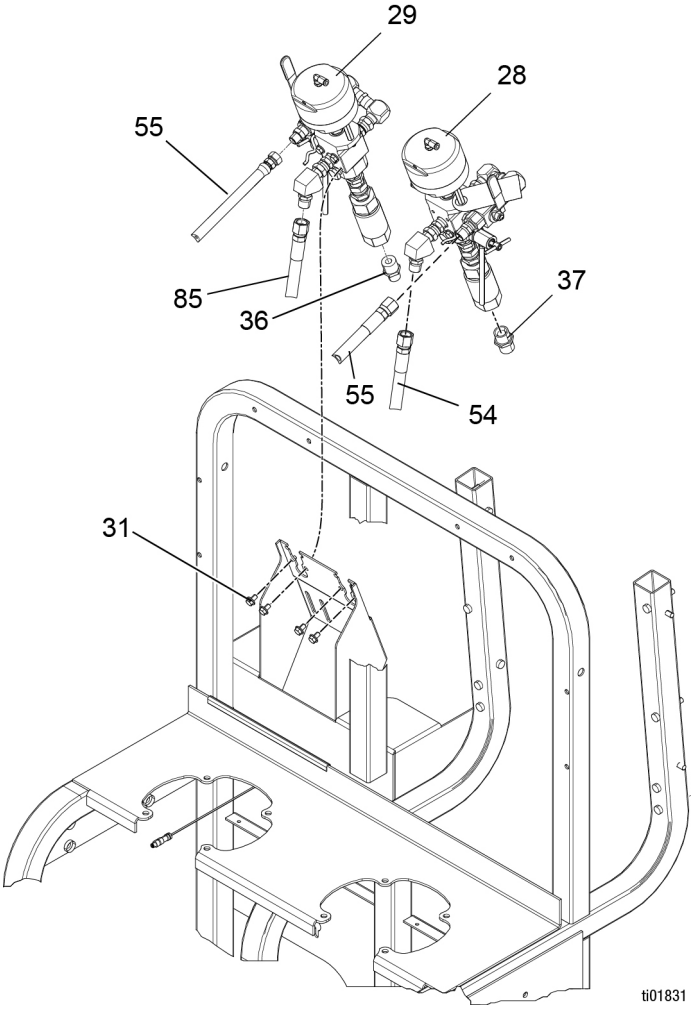

FIG. 6
3. Koppla ur alla vätskeledningar från doseringsventilerna (28 eller 29). Se FIG. 6.
5. Koppla ur tryckgivaren (831) från FCM (507). Se **Elektriska kopplingsscheman**, sidan sida 46.
6. Ta bort de två skruvarna (31) som håller fast doseringsventilen i fästet.